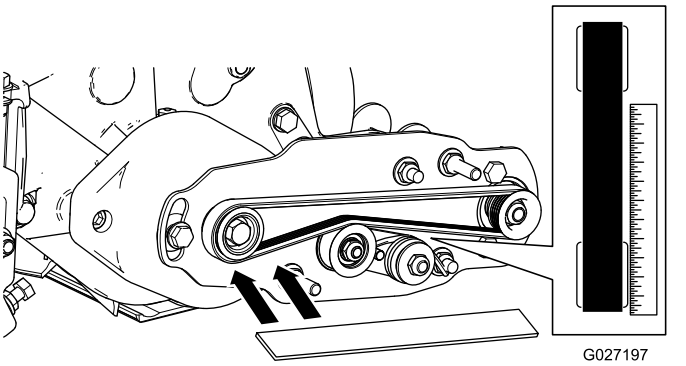

Figur 18
- Læg et retholt langs den yderste overflade af **drivremskiven** (Figur 18). Læg **ikke** retholtet hen over både drivremskiven og den drevne remskive.